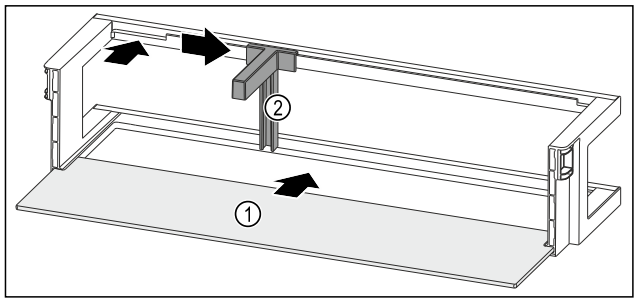

Fig. 137 Door racks with shelf
▶ Push the shelf *Fig. 137 (1)* into the side cutouts.
▶ Insert the bottle holder *Fig. 137 (2)* into the recess.
▶ Push the bottle holder *Fig. 137 (2)* to the side into the desired position.